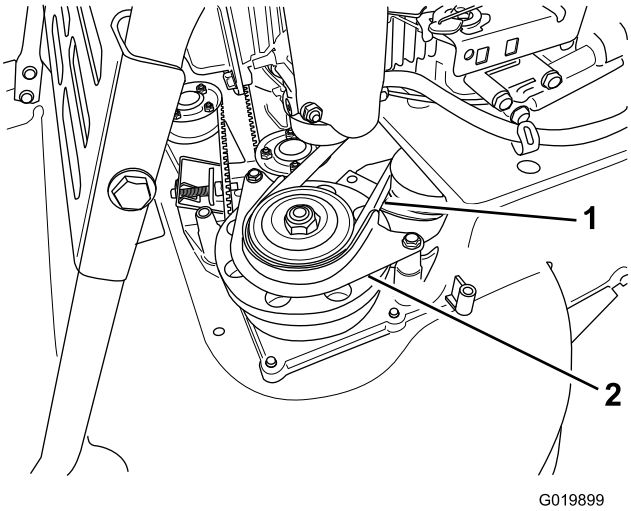

Figur 36
6. Fjern skæreknivsbremsekoblingens remskærm (Figur 36).